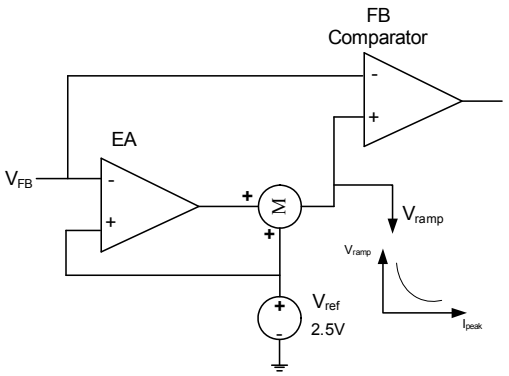

Figure 5: EA and Ramp Compensation
The MP156 features error amplifier (EA) compensation function (Shown in Figure 5) to improve load regulation. 6μs after the MOSFET turns off, the MP156 samples the feedback voltage. Thus EA compensation regulates the 2.5V reference voltage with the load to improve overall power regulation.